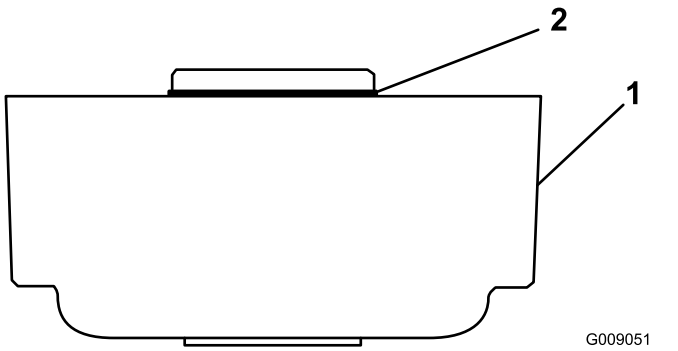

Figura 4
1. Verificate che l'O-ring venga montato nell'alloggiamento della spazzola per rulli (Figura 4).